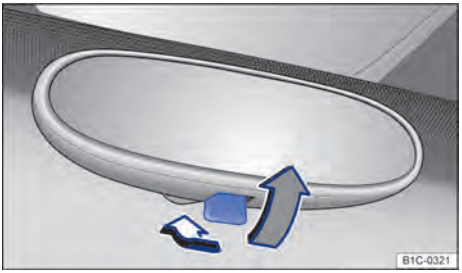

Fig. 84 Espelho retrovisor interno com antiofuscante manual.
- Para evitar o ofuscamento, puxar a alavanca para trás ⇒ Fig. 84. ▶